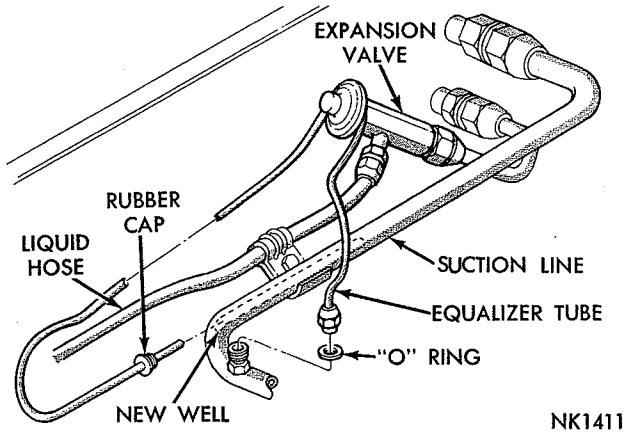

*Fig. 80—Expansion Valve*
(1) Remove equalizer tube from evaporator suction line fitting (Fig. 80).
(2) Disconnect expansion valve from elbow assembly and liquid line. Use two wrenches to loosen each of these connections.
(3) Carefully pull out capillary sensing tube from well located in suction line. Remove rubber seal from capillary sensing tube. Inspect inlet screen.